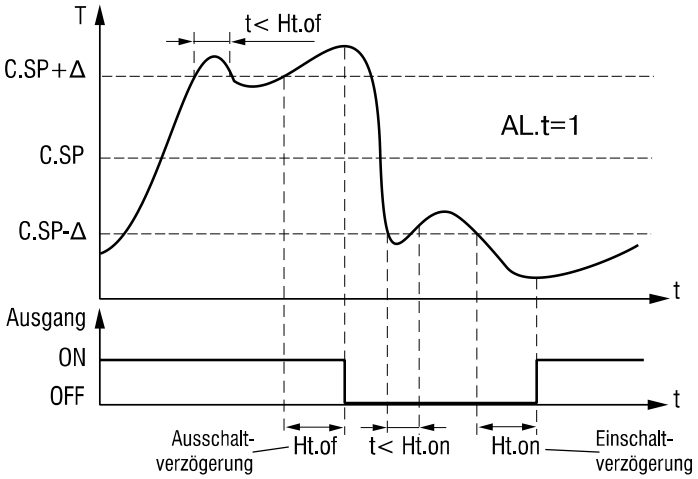

Abb. 6.10 Ein- und Ausschaltverzögerungen
2. Die Parameter **Ht.on** und **Ht.oF** (Gruppe PL-2) sind die Ein- und Ausschaltverzögerungen. Sie können verwendet werden, um das Ausgangselement vor häufigem Schalten zu schützen. Das Ausgang-Zeitdiagramm für diese Option ist in Abb. 6.10 dargestellt.